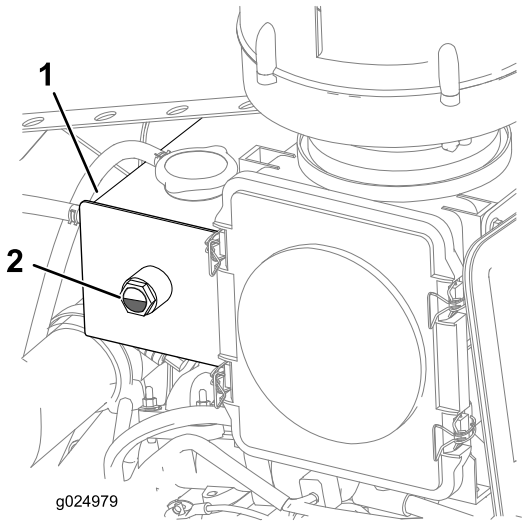

Figura 26
4. Verifique o nível de líquido de arrefecimento no reservatório (Figura 26).
Nota: Garanta que o nível de líquido de arrefecimento esteja entre 1/4 e 3/4 do visor de nível (Figura 26).